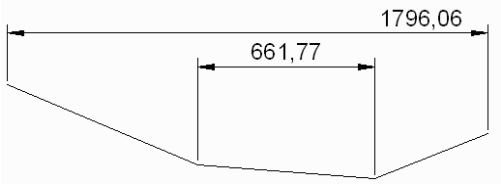

Рис. 3.52. Ступенчатые размеры
- **Ступенчатый** (Staggered) — задание ступенчатых размеров (аналог цепи, но размеры выстраиваются в виде ступеней) (рис. 3.52);